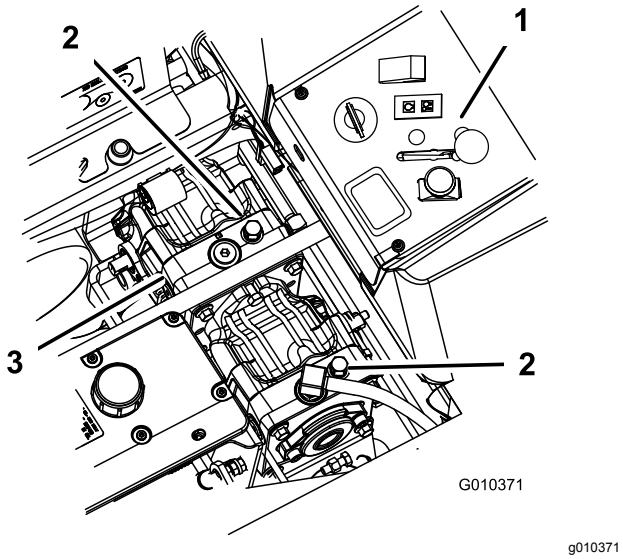

Figur 42
3. Vrid överströmningsventilerna motsols ett varv för att skjuta maskinen (Figur 42).
Vrid överströmningsventilerna medurs ett varv för att köra maskinen (Figur 42).